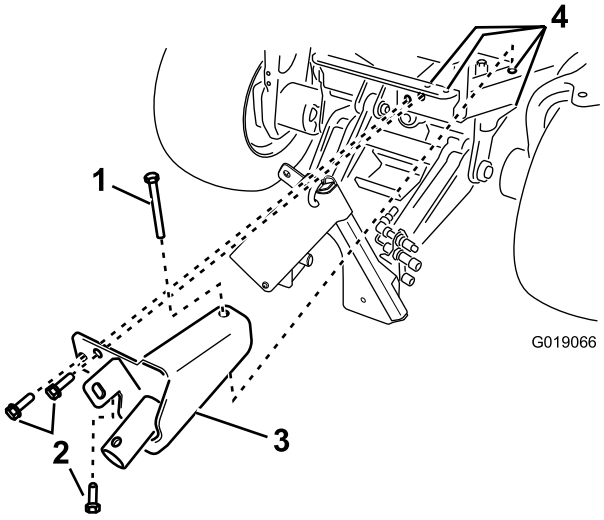

図 3
4. ジャッキブラケットをマシンのフレームに取り付ける；六角ヘッドフランジボルト（1/2 x 1-1/2 インチ）3本、六角ヘッドボルト（1/2 x 4-1/2 インチ）1本、ロックナット（4個）を使用する（図 3）。